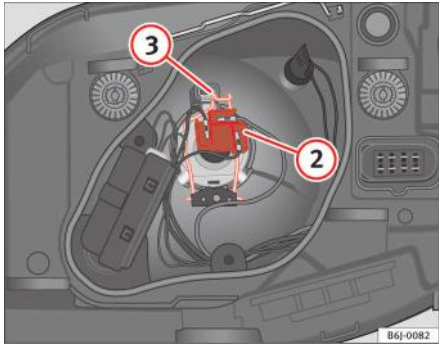

Fig. 141 Faza scurtă / faza lungă, farul simplu
– Scoateți conectorul ⇒ fig. 141 (2) din bec.
– Deconectați resortul de fixare ⇒ fig. 141 (3) apăsându-l în interior şi către dreapta.